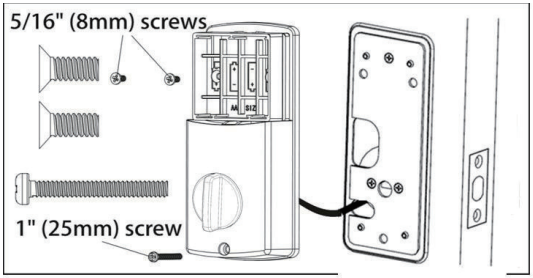

Figure 12a-b
a. Position the Interior Assembly over the tailpiece and push the Interior Assembly against the door (Figure 12a).